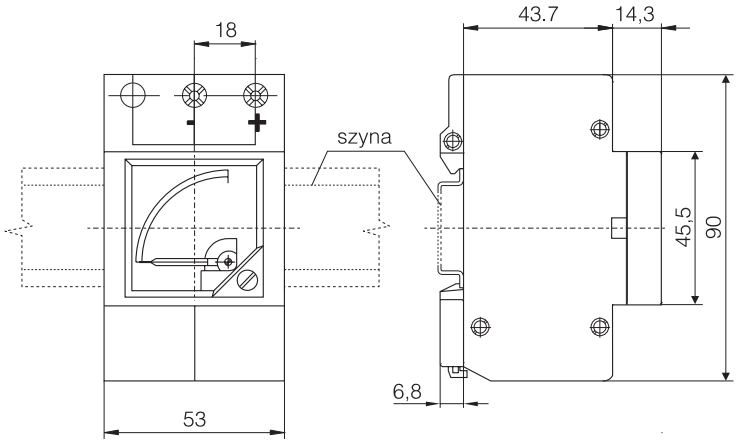

Rys. 1. Wymiary zewnętrzne mierników EB16
*) Dotyczy mierników EA16; wymiary części czołowej miernika EB16 wg rys. 1